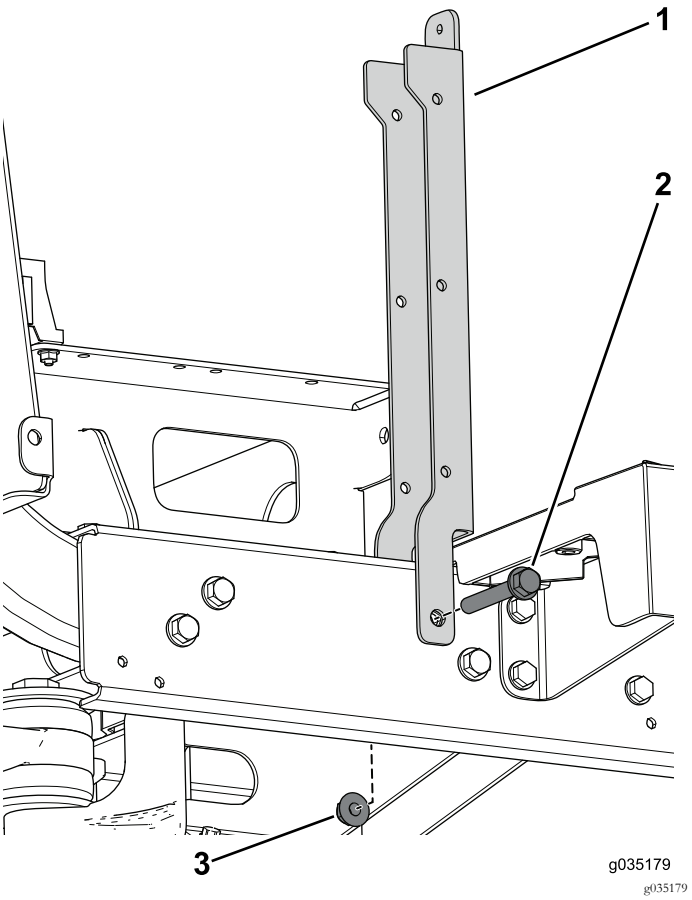

Figur 84
4. Brug flangebolten (3/8 x 2-1/2 tomme) og flangemøtrikken til at fastgøre sædestøtten (Figur 84).